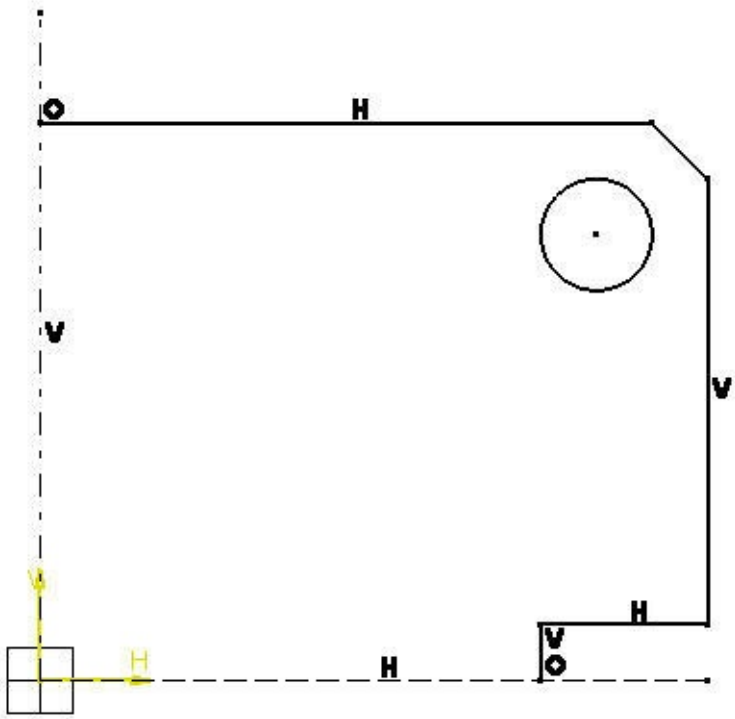

Figure 4-64 *First quarter of the sketch*
b. Apply the required geometrical and dimensional constraints to the sketch, refer to Figures 4-64 through 4-68.
5. Draw first quarter of the sketch, as shown in Figure 4-64, using the **Profile** and **Circle** tools.